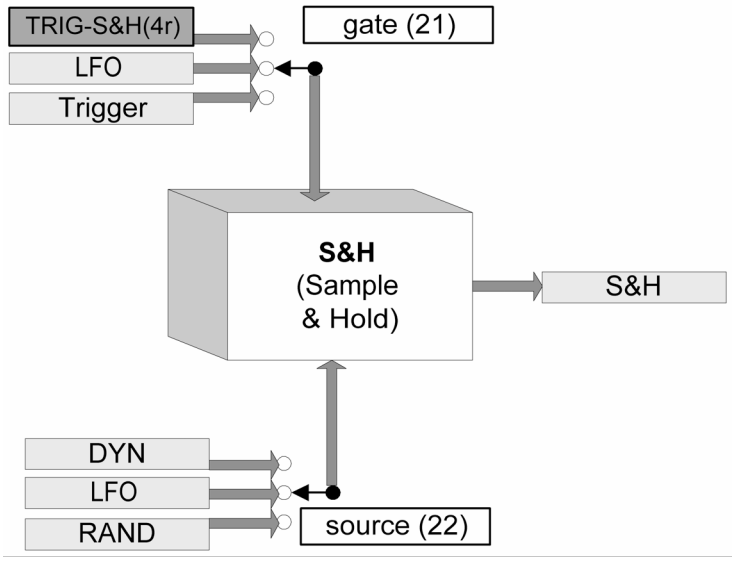

Fig. 9.3.1 Sample & Hold (S&H)
The S&H modul consists of the control elements **[gate] (21)** and **[source] (22)** on the frontpanel and **"TRIG-S&H" (4)** on the rearpanel. A *Sample & Hold* uses an input *(source)*, an *output* and a trigger input *(gate)*. The input can be fed by any altering voltage signal (audio or modulation). As soon as the *gate* is triggered by a pulse, the current voltage level at the input is *sampled*, transferred to the output and *held*. Continous signals can be "sliced" with this module. Fig. 9.3.1 shows the structure of the S&H unit.